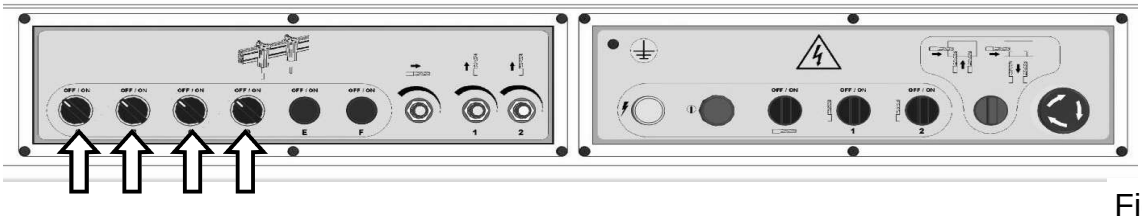

Fig. 11
- 11) Hand levers for frontal leaf insertion (see fig. 11)